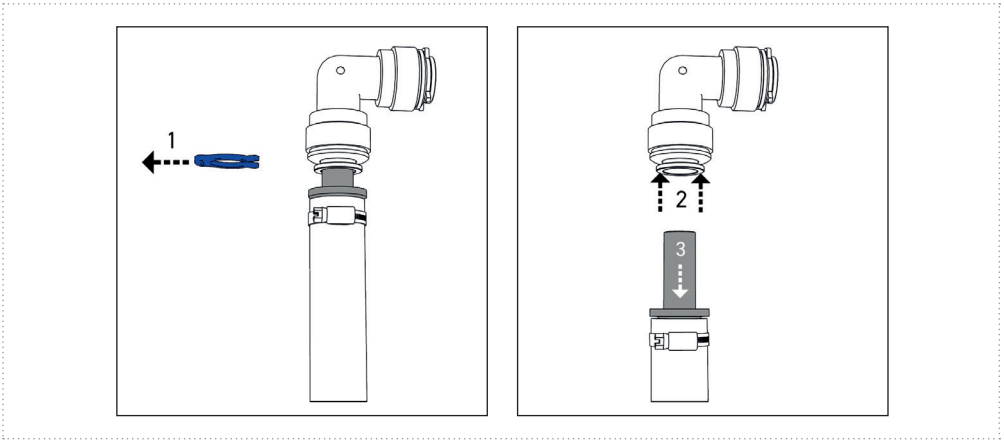

Abbildung 15
Sollte es notwendig sein, eine Einsteck-Verbindung zu lösen, gehen Sie bitte wie folgt vor (*Abbildung 15*). Entfernen Sie zuerst den Sicherungs-Ring (1). Das Halteelement mit den Fingern oder unter Zuhilfenahme einer Lösehilfe (z.B. Sicherungsring) zurückdrücken und festhalten (2). Das eingesteckte Rohr bzw. der Schlauch kann nun entfernt werden (3).